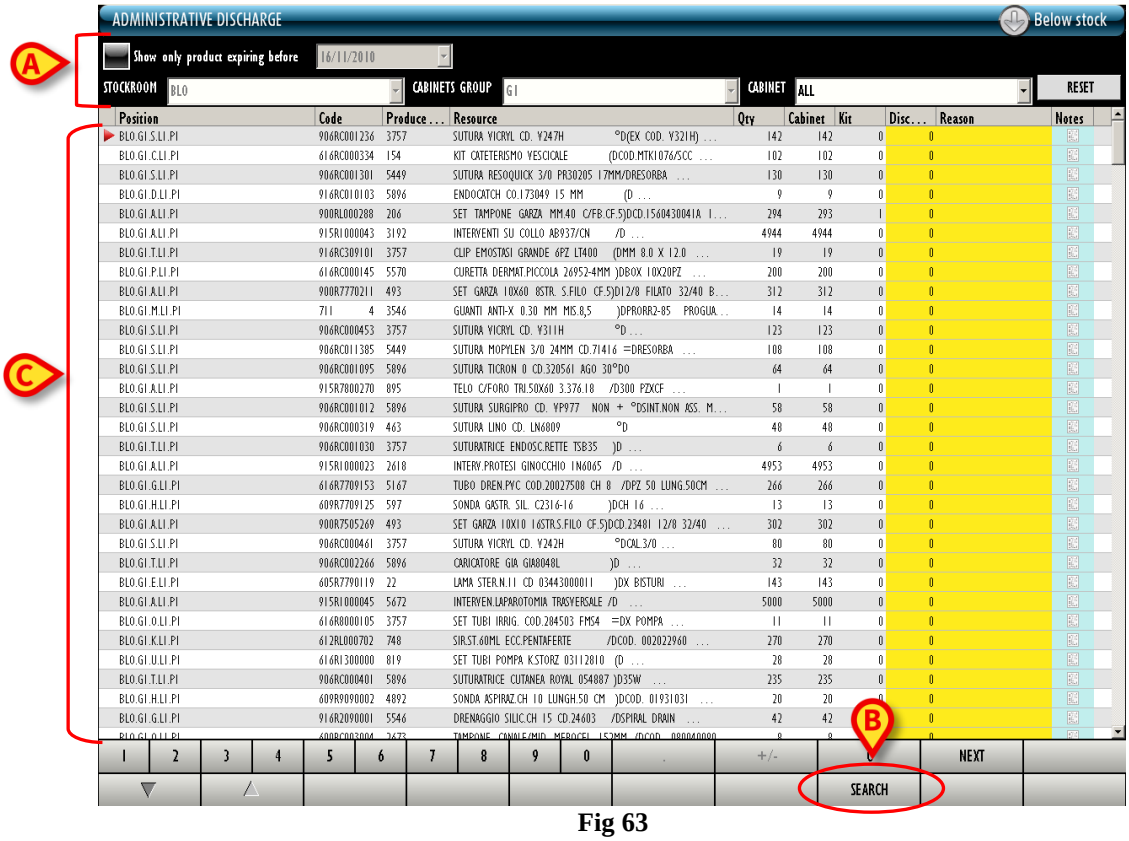

Fig 63
- insert the resource data in the selection filters (Fig 63 **A** - if no filter is specified the search result is the full list of all the resources configured in the system).
- Click the **Search** button on the command bar (Fig 63 **B**).
The list of resources matching the specified values appears on screen (Fig 63 **C**).